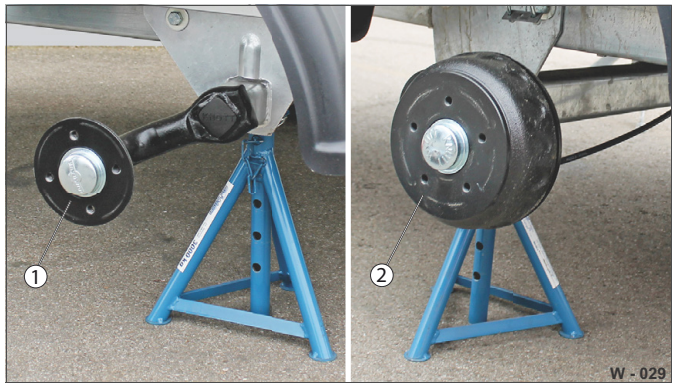

Abb. 31 Náboj kola bez kola
- ▶ Zkontrolujte náboj kola / stykovou plochu (Abb. 31/1, resp. Abb. 31/2) a uvolněte ji od případné rzi – použijte drátěný kartáč.